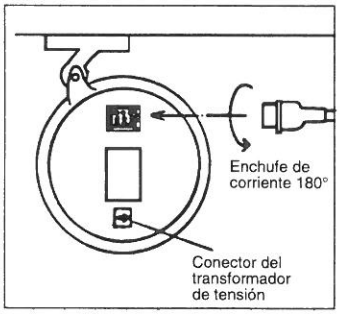
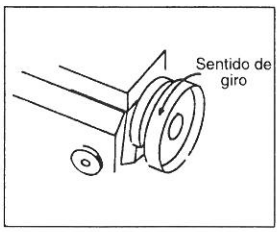

Fig. 9
Fig. 10
b) Asegurese de que el conector del transformador de tensión del motor está correctamente posicionado. (Ver fig. 9).
c) Introduzca el enchufe de corriente del motor (Ver fig. 9), ponga en marcha la máquina pisando ligeramente el pedal (a baja velocidad) y compruebe el sentido de giro del volante (Ver fig. 10). Si este no es correcto:
- Espere dos minutos, saque el enchufe del motor, girelo 180° y vuelva a introducirlo (Ver fig. 9).